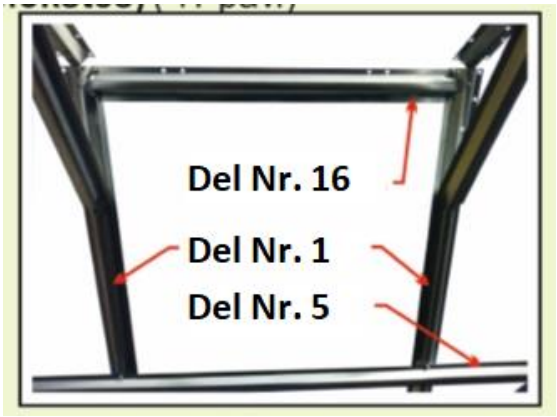

Bild 17
17. Välj plats mellan sidostängerna för att skruva fast tak-/fönsterprofilen. Använd skruvar M5-12 (26) och muttrar M5 (29). **NOTERA: vi rekommenderar inte att du placerar SOLTAK mellan sidostängerna (dvs. Mellan stängerna 4, 7, 10, 13, etc.). Mellan dessa stänger ska en polykarbonatplatta placeras ovanför en annan polykarbonatplatta.** (Bild 17).